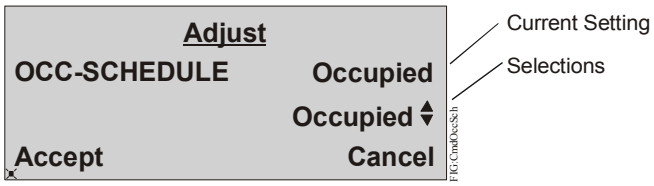

Figure 25: Adjust Page
6. Select a Command and press Enter. The Adjust page appears (Figure 25). For analog points, use the left and right arrow keys to position the cursor to a desired digit location. Then, use the up/down arrow keys to increment and decrement a value. For binary points, use the up/down arrow keys to scroll through the available selections. Figure 25 shows an example for the Adjust Pages.